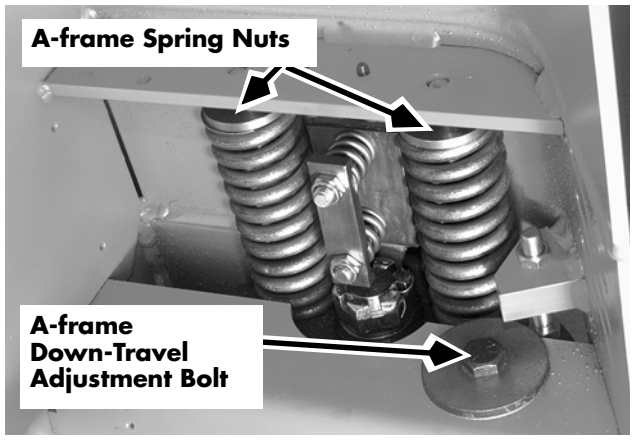
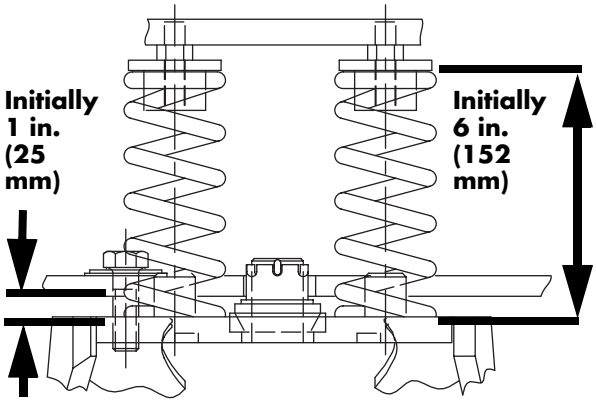

Figure 7-31: A-frame Down-Travel Adjustment Bolt
Figure 7-32: A-frame Spring adjustments
1. Check the A-frame down-travel adjustment bolt in Figure 7-31. Make sure it is installed correctly. If the bolt is missing, the A-frame could drop and allow the springs to escape when the truck is jacked up.
3. Turn the A-frame down-travel adjustment bolt to obtain an initial gap of 1.0 inch (25 mm) between the arm and frame. Adjust the A-frame spring nuts to obtain an initial spring length of 6.0 inches (152 mm). See Figure 7-31 and Figure 7-32.
6. Apply thread-locking compound (P/N 990-536) and turn the A-frame down-travel adjustment bolt to set the proper gap between the bottom of the bolt head and the top of the flat washer. See Figure 7-31 and the table below.